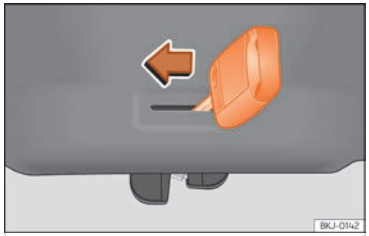

Fig. 59 Detalle del maletero: desbloqueo de emergencia.
- Introduzca el espadín de la llave en la ranura y desplace la llave en el sentido de la flecha hasta que la cerradura se desbloquee ››› fig. 59.